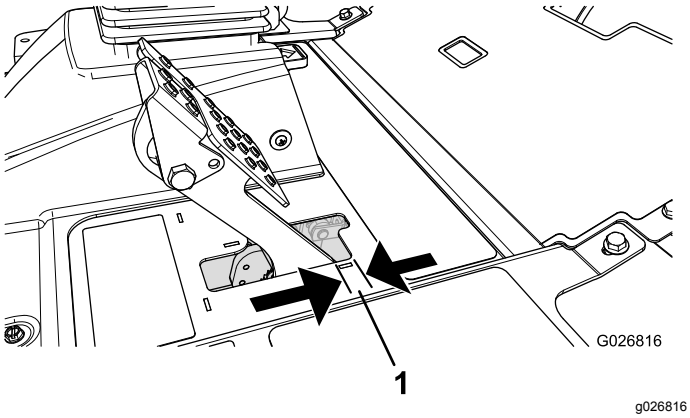

Figur 97
Justera bromsarna om bromspedalen har mer än 2,5 cm fritt spel eller om större fasthållningskraft krävs (Figur 97). Det fria spelet är det avstånd bromspedalen förflyttar sig innan bromsmotståndet känns av.
2. Dra åt den bakre muttern så att kabeln förs bakåt tills bromspedalerna har ett spel på 0,63–1,27 cm innan hjulen låses (Figur 97).